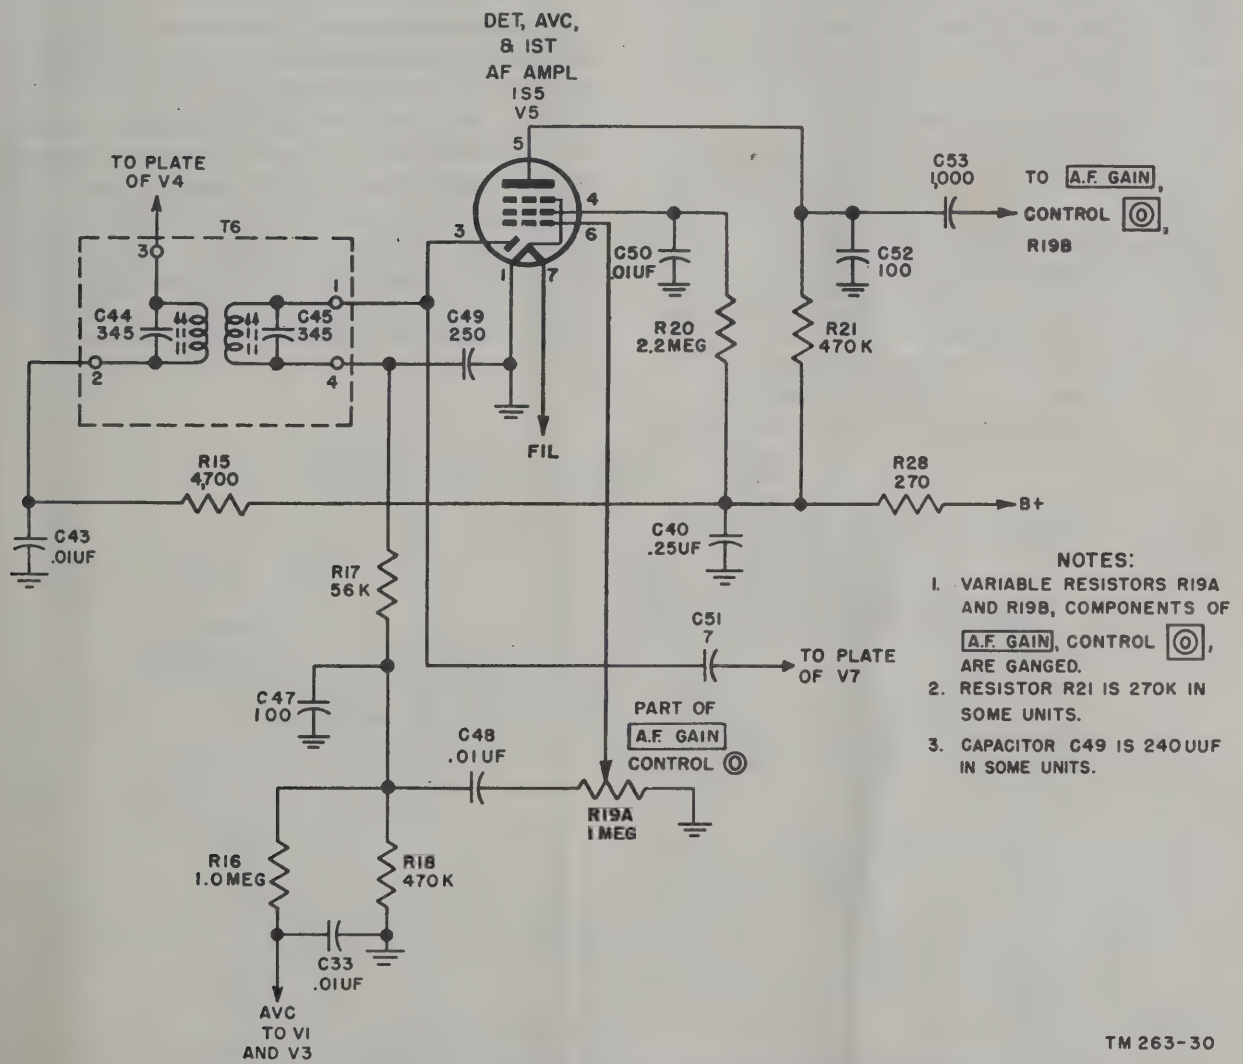

Figure 62. Detector, avc, and first audio amplifier, simplified schematic diagram.
92. Detector, Avc, First Audio Amplifier, and Mixer (fig. 62)